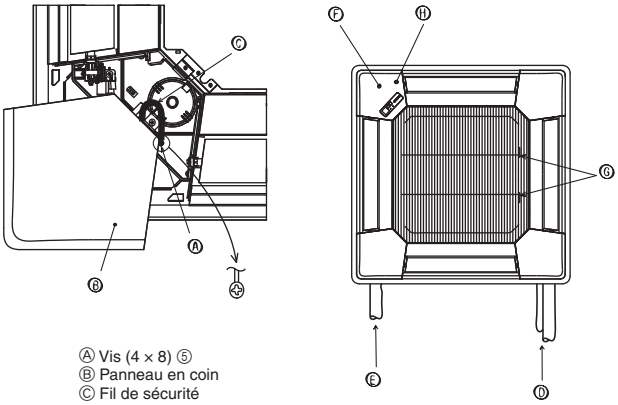

Fig. 9-10
9.7. Installation de la grille d'aspiration (Fig. 9-10)